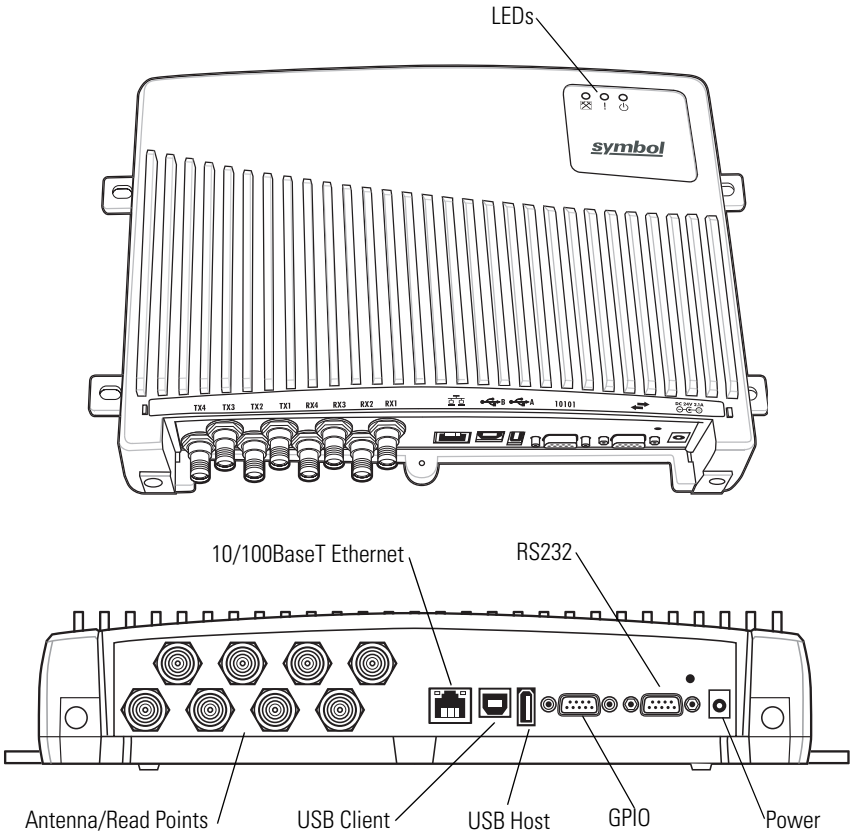

Figure 2-1. XR400 Parts
1. Connect the RJ45 Ethernet cable to the wired Ethernet port on the XR400. See *Figure 2-1 on page 2-3*. Ensure the Ethernet cable is terminated according to *Table A-2 on page A-5*.
1. Connect an DB9 serial cable to the XR400's RS232 port. See *Figure 2-1 on page 2-3*. Ensure the cable is terminated according to *Table A-3 on page A-5*.